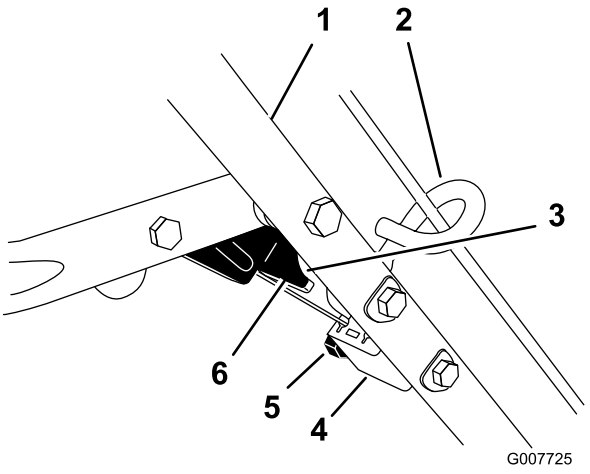

Figura 29
4. Allentate il dado sulla staffa del cavo (Figura 29).